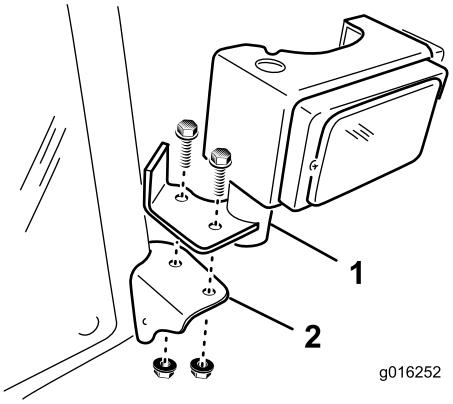

Bild 6
1. Befestigen Sie den linken Scheinwerfer an der Scheinwerferhalterung mit zwei Bundbolzen (3/8" x 1") und Bundmuttern (3/8") vorne links an der Kabine (Bild 6).